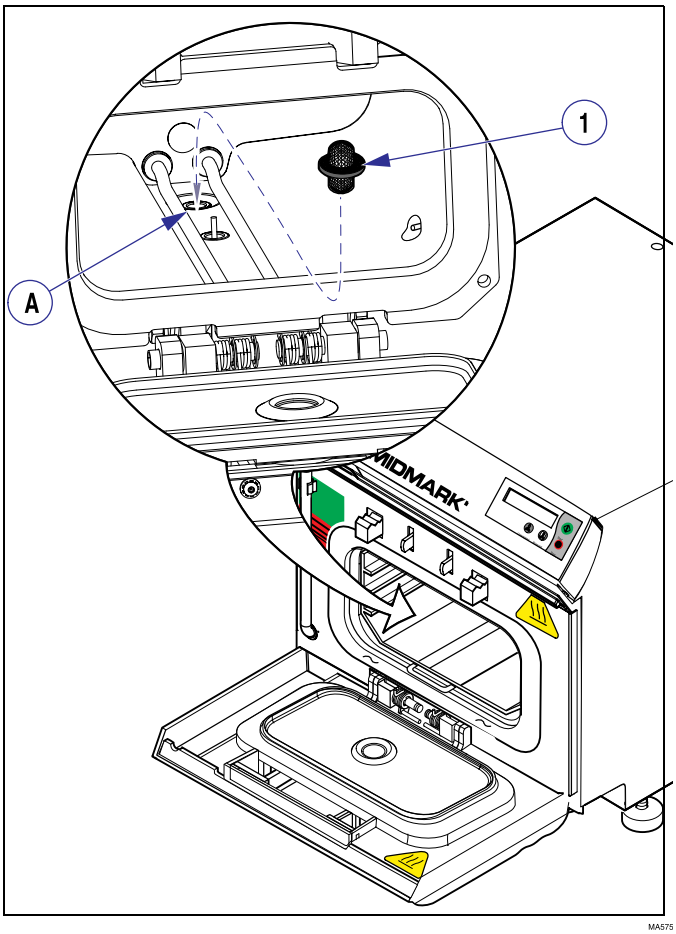

Figure 4-8. Chamber Mesh Filter
(1) Open sterilizer door.
(2) Remove tray rack and trays (Refer to para 4.6).
(3) Using care not to damage filter, grasp filter (1, Figure 4-8) and gently pull upwards while twisting slightly (a pair of pliers or screwdriver may be used if filter is stuck).
(1) Install the filter (1, Figure 4-8) by inserting the filter into the hole (A) in the chamber bottom and pressing downwards while twisting slightly.
(2) Install tray rack and trays (Refer to para 4.6).
(3) Close sterilizer door.